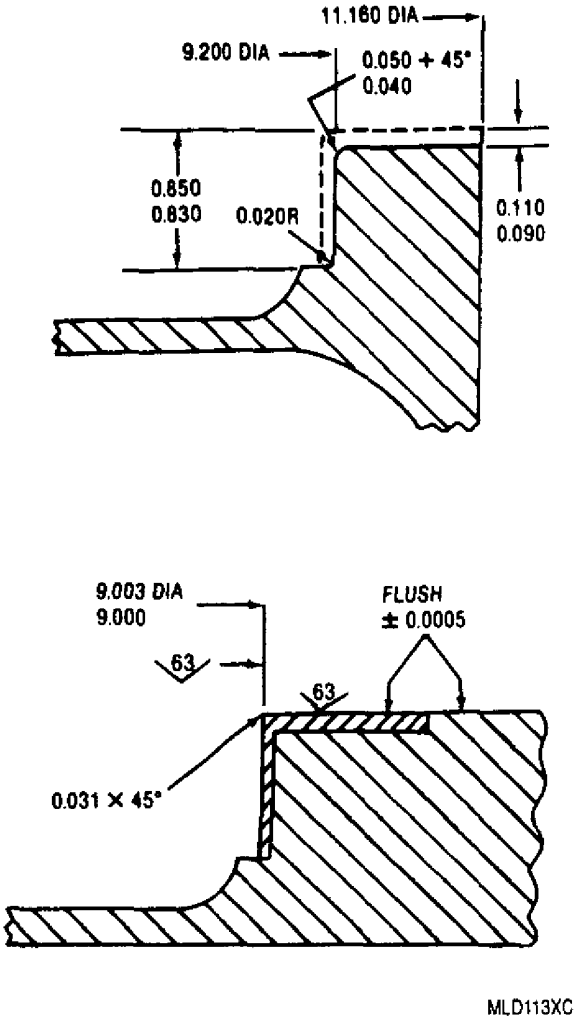

Figure 12. Alternator Pad and Flange Machining Dimensions
15. Alternator Pad − Flange Repair. (figure 12)
b. Machine pad ID and face of housing to dimensions in figure 12. Pad ID shall provide a 0.0005 − 0.0015 in. tight fit with service repair flange.
e. Machine repair flange to dimensions in figure 12.